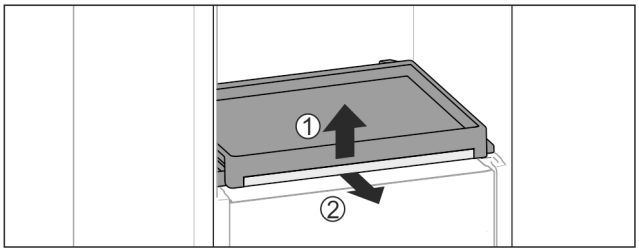

Fig. 114
▶ Scoateți raftul extractibil cu placa de sticlă: Ridicați ușor placa de sticlă în față *Fig. 114 (1)* și extrageți-o spre înainte *Fig. 114 (2)*.